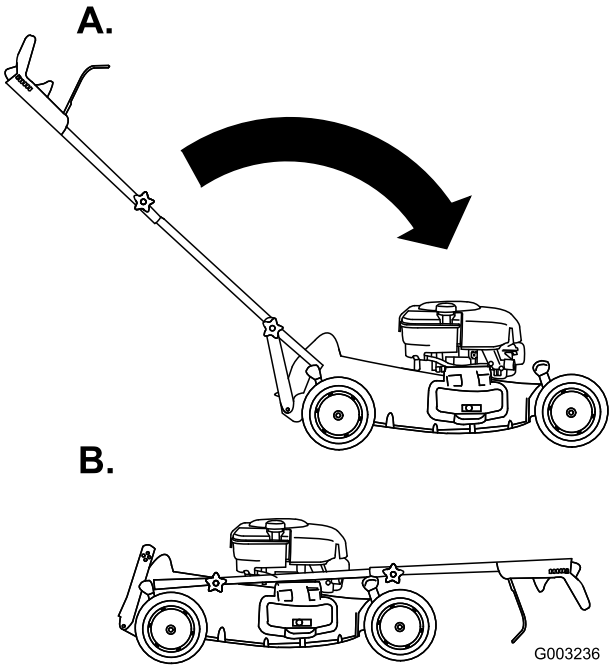

Figura 41
3. Fate ruotare la stegola in avanti (Figura 41).